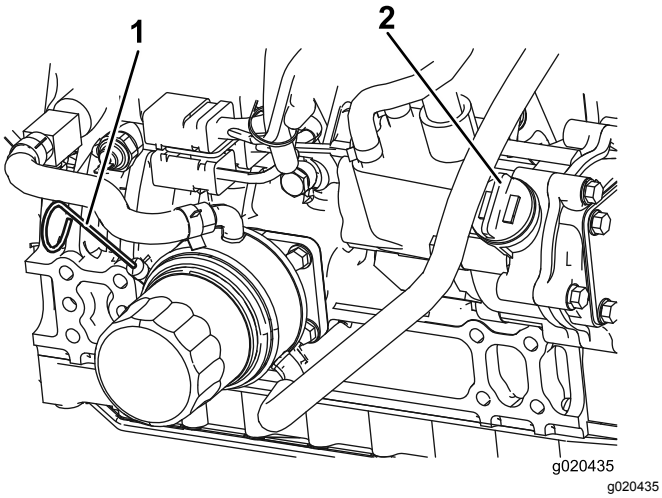

Figura 58
Nota: El nivel de aceite debe estar en el intervalo seguro (Figura 58).
4. Si el nivel de aceite está por debajo del intervalo seguro, retire el tapón de llenado (Figura 58) y añada aceite hasta que el nivel llegue a la marca Full (lleno). **No llene demasiado.**